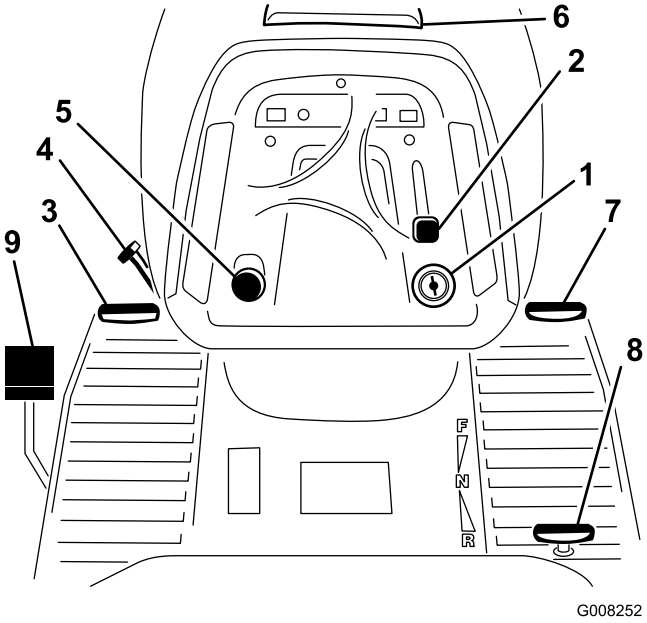

Figuur 4
Zorg dat u vertrouwd bent met de bedieningsorganen voordat u de motor start en de machine gebruikt (Figuur 4).
1. Trap het rempedaal in (Figuur 4) en houd dit ingetrapt.
2. Draai de parkeerremhendel (Figuur 4) naar links en neem uw voet langzaam van het rempedaal.
1. Trap het rempedaal in (Figuur 4).